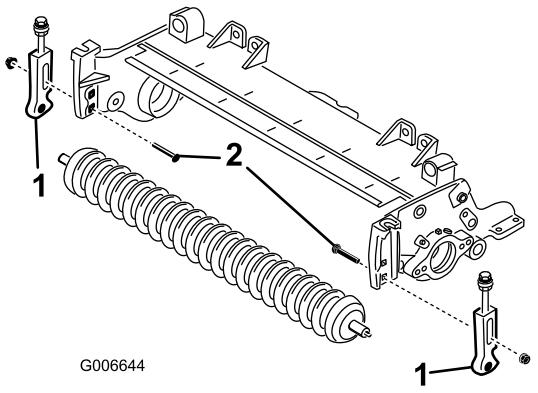

Figura 19
12. Retire os parafusos e porcas de carroçaria que fixam os suportes da altura de corte às placas laterais da unidade de corte (Figura 19).
13. Desaperte os parafusos e porcas que fixam os suportes da altura de corte ao eixo do rolo dianteiro (Figura 19).
14. Retire os suportes da altura de corte e o rolo dianteiro das placas laterais da unidade de corte (Figura 19).